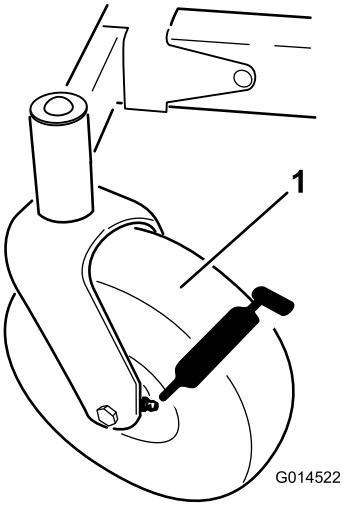
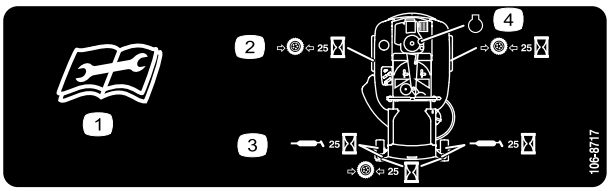

Figuur 30
Figuur 31
3. Reinig de smeernippels (Figuur 30 en Figuur 31) met een doek.
4. Zet telkens een smeerpistool op een nippel (Figuur 30 en Figuur 31).